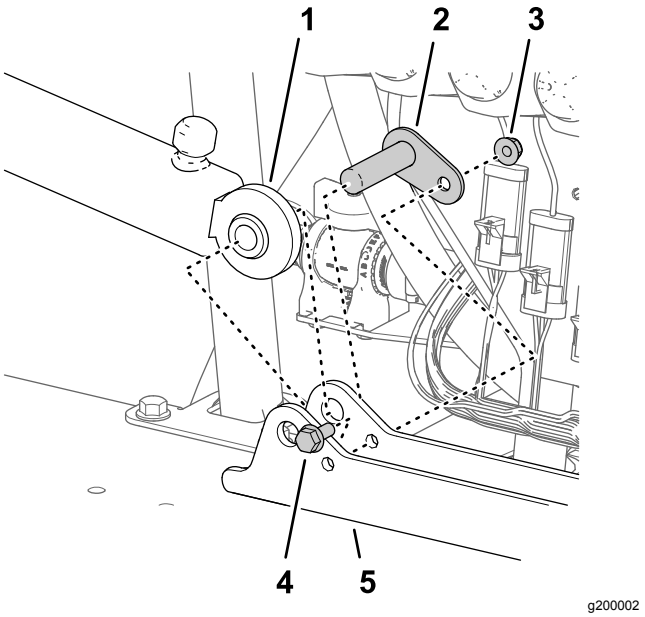

Rysunek 115
1. Ustaw nieruchomy koniec siłownika podnoszenia zdemontowany w kroku 3 procedury Demontaż siłowników podnoszenia (Strona 21) równo z otworem 16 mm w mocowaniu siłownika (Rysunek 115).
2. Zamocuj siłownik do jego mocowania używając sworznia osi obrotu, śruby kołnierzowej i nakrętki kołnierzowej (Rysunek 115).